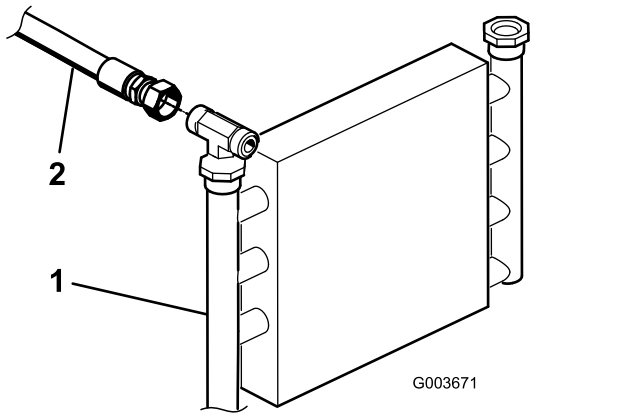
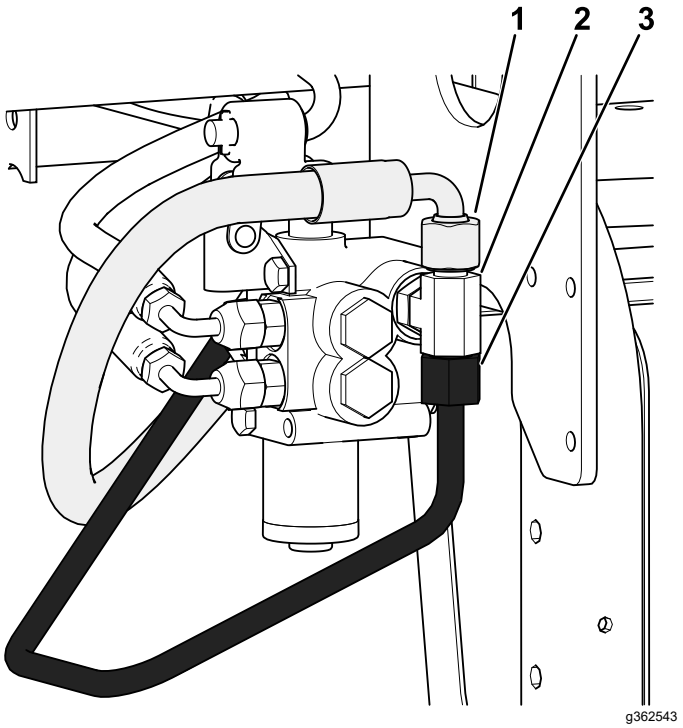

Figura 4
Figura 6
1. Localizați tubul hidraulic dintre răcitorul de ulei și supapa de ridicare existentă (Figura 4).
3. Deconectați și îndepărtați tubul hidraulic de la răcitorul de ulei și supapa de ridicare (Figura 4 și Figura 6).
C. Deconectați furtunul hidraulic (144-1367) de la fitingul în T (340-94) așa cum se arată în Figura 6.